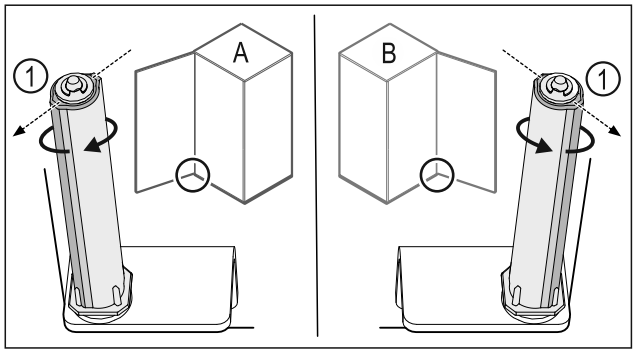

*Fig. 44 Opritorul din stânga (**A**) / opritorul din dreapta (**B**)*
- ▶ Rotiți sistemul de închidere până la rezistență, până când pragul sistemului de închidere *Fig. 44 (1)* este orientat spre exterior.